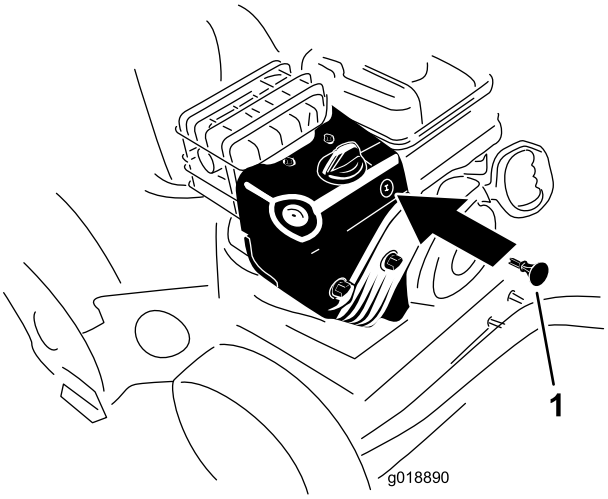

Bild 21
3. Stecken Sie den Zündschlüssel ein (Bild 21).